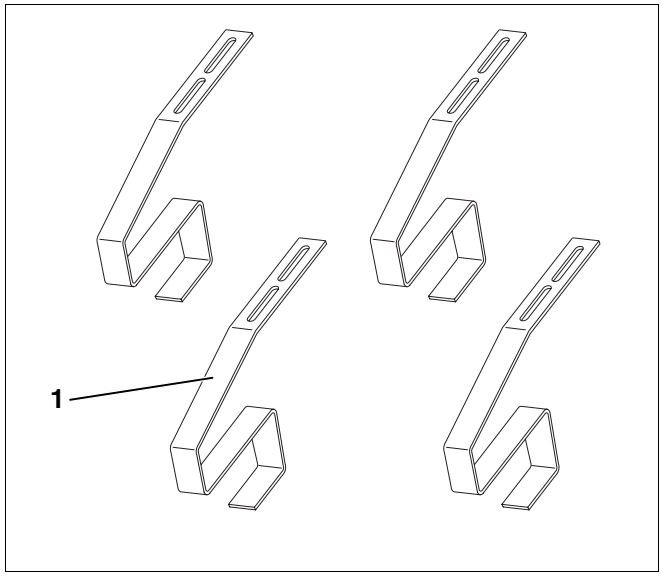

Afb. 6 Bijkomende montageset dakhaken – toebehoren
4.2.5 Bijkomende montageset dakhaken (voor dakbedekking met pannen; toebehoren; per collector) – afb. 6